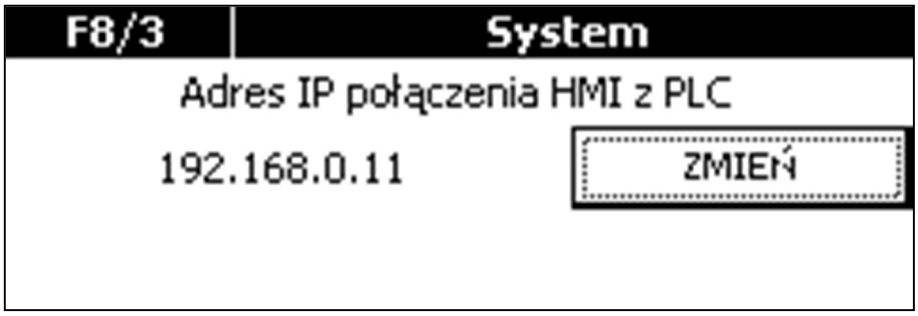

Рис. 7Вид настроек соединения панели оператора HMI с контроллером ПЛК.
- Использовать кнопку Zmień на экране F8/3, который изображен на Рис. 7.